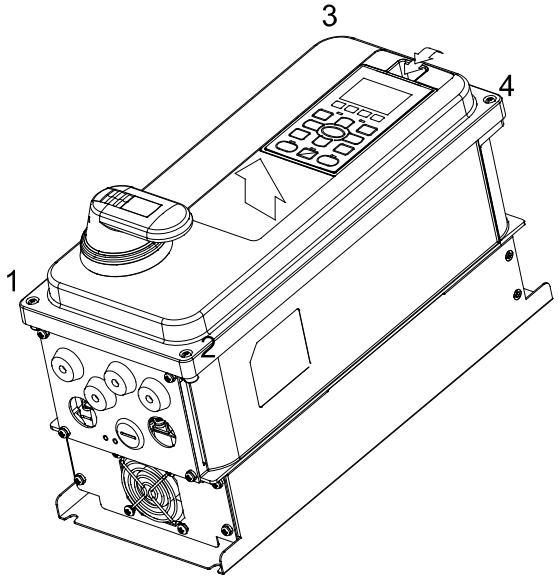

Рис. 2
1. Нажмите на защелку в верхней части пульта, затем поверните его и снимите пульт (см. рис. 2)